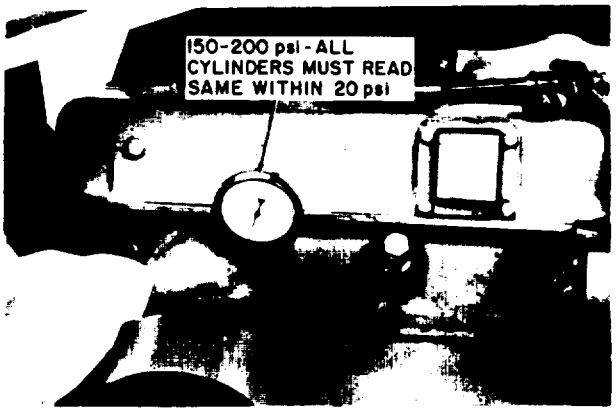

Figure 4-43. Compression Check
c. Remove the coil high tension lead in the distributor, and ground it securely to the engine. Install a compression gauge in No. 1 cylinder. Crank the engine until the gauge registers a maximum reading and record the reading and note the number of compression strokes required to obtain this reading. See figure 4-43.